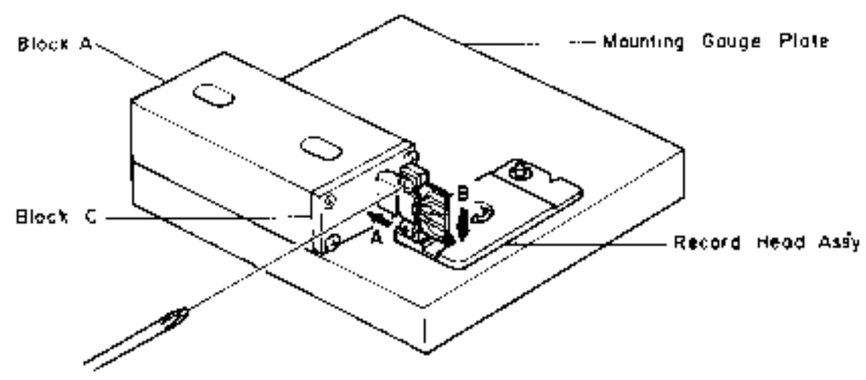

Fig. 2.18
(5) Remove the Block B from the Mounting Gauge Plate.
(6) As shown in Fig. 2.18, mount the R-8L record head assembly onto the Mounting Gauge Plate, then check the location of the R-8L record head surface. (If record head touches the Block C, loosen 2 pcs. of screws that assemble record head and record head plate, then place the R-8L record head assembly onto the Plate.)
(7) Remove the R-8L record head assembly from the Mounting Gauge Plate.
(8) Readjustment of Record Head Mounting Gauge M-9048 (DA09048A)
(9) Remove the Block B from the Mounting Gauge Plate.
(10) Mount the R-8L record head assembly onto the Mounting Gauge Plate.
(11) As shwon in Fig. 2.18, loosen 2 pcs. of screws that assemble record head and record head plate.